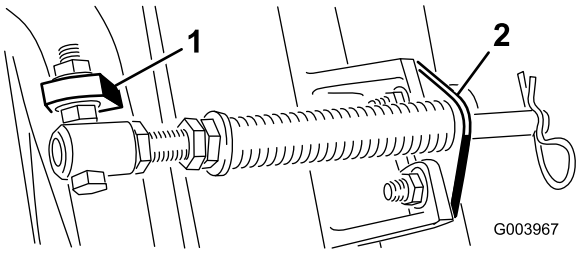

Figur 5
Obs: Placera bultens huvud mot flikens yttre sida i enlighet med Figur 5.
D. Montera stångbeslaget på klippenhetens flikar med hjälp av vagnsbultarna och muttrarna (Figur 5).